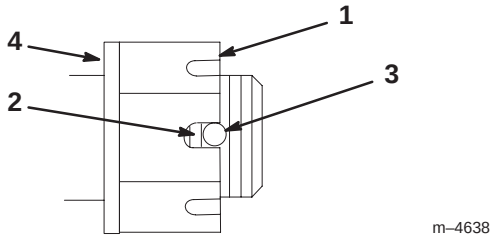

Figure 59
4. Torque the slotted nut to 125 ft-lb (170 N·m) (Fig. 59).
5. Check the distance from the bottom of the slot in the nut to the inside edge of the hole. Two threads or less should be showing (Fig. 59).
6. If more than two threads are showing, remove the nut and install the washer between the hub and nut (Fig. 59).
7. Torque the slotted nut to 125 ft.-lb. (170 N·m) (Fig. 59).
8. Tighten the nut until the next set of slots line up with the hole in the shaft (Fig. 59).